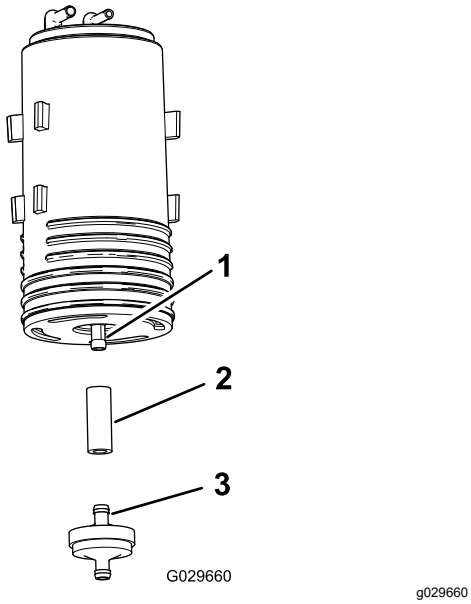

Figur 49
4. Fjern kulfilterbeholderens filter og det korte slangeafsnit fra den nedre fitting på den gamle kulfilterbeholder (Figur 49).
5. Monter slangen på den nedre fitting på den nye kulfilterbeholder (Figur 49).
6. Sæt fittingen til en ny kulfilterbeholder ind i slangen (Figur 49).